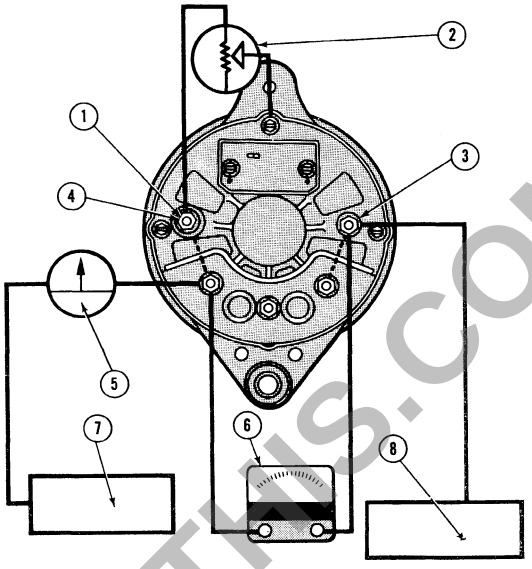

Figure 79
3. Connect the circuit leads as shown in Figure 79.